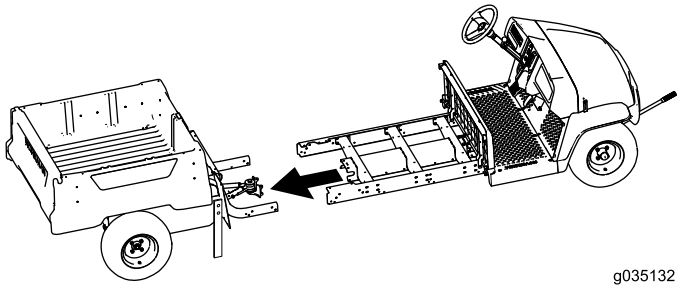

Figure 75
7. Have an assistant to help you bring the front and rear sections of the machine together (Figure 75).